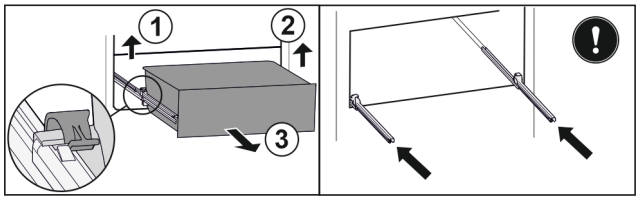

Fig. 161
▶ Lift left clamp and simultaneously pull drawer forwards on the left. *Fig. 161 (1)*
▶ Lift right clamp and simultaneously pull drawer forwards on the right. *Fig. 161 (2)*
▶ Remove drawer to the front. *Fig. 161 (3)*